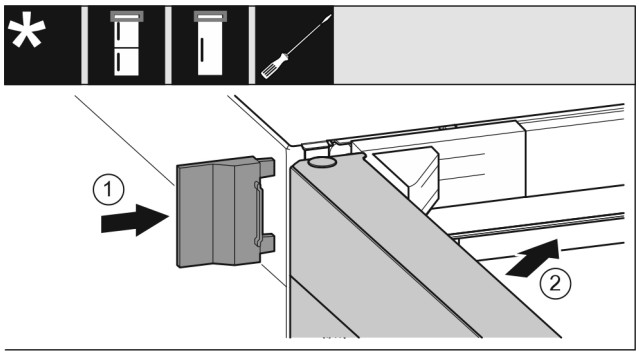

Fig. 22
▶ Push the outer cover *Fig. 22 (1)* on.
▶ Close the upper door *Fig. 22 (2)*.